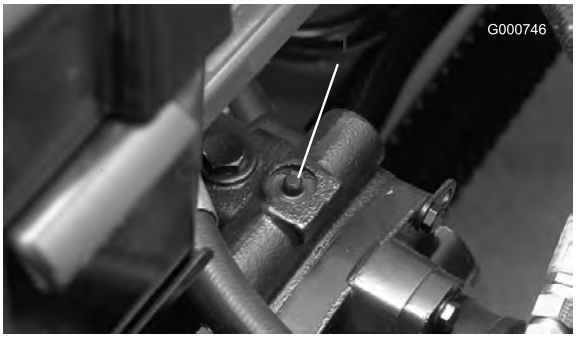

Bild 25
1. Das Sicherheitsventil befindet sich oben an der stufenlosen Pumpe (Bild 25). Drehen Sie das Ventil um 90 Grad, um es zu öffnen, damit Öl intern umgelenkt wird. Weil das Öl abgelenkt wird, lässt sich die Maschine ohne Schäden am Getriebe langsam bewegen.